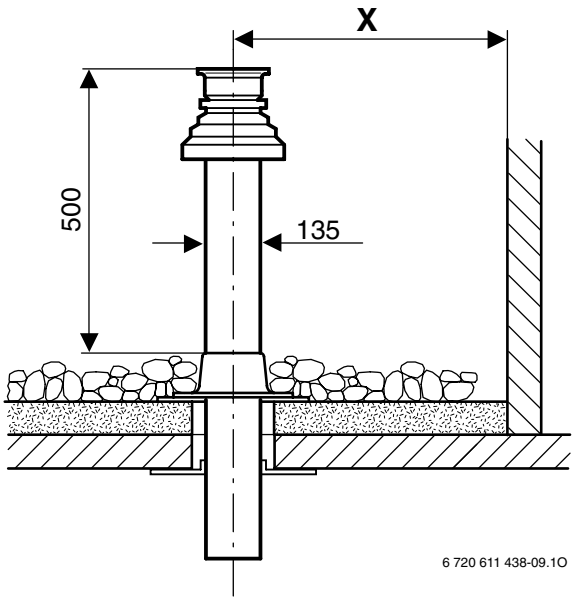

Fig. 35
- Inserire nell'adattatore il camino (4) oppure gli accessori necessari, da definire tra AZ 416, AZ 417, AZ 418, AZ 419, AZ 420 e AZ 439.
- Nel caso linstallazione necessiti di curve concentriche M-F, definire la configurazione di aspirazione/scarico ed inserire per ultimo il camino come da fig. 35 e 36).